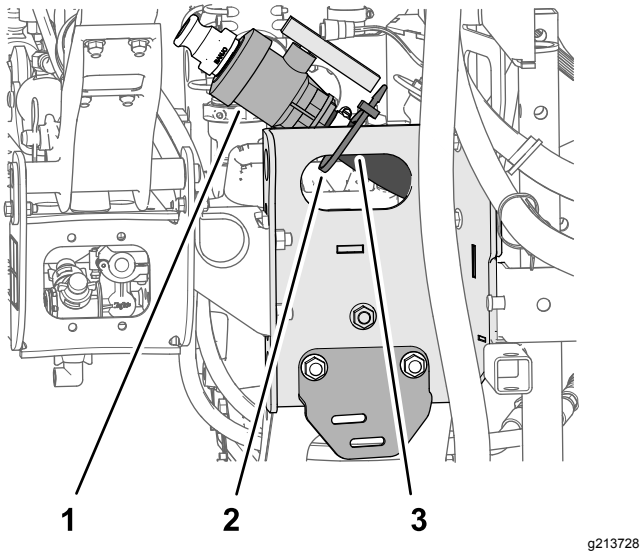

Figur 13
1. Ta bort kabelbandet som fäster spruttankens tömningsventil och slang vid plattformskanalen (Figur 13).